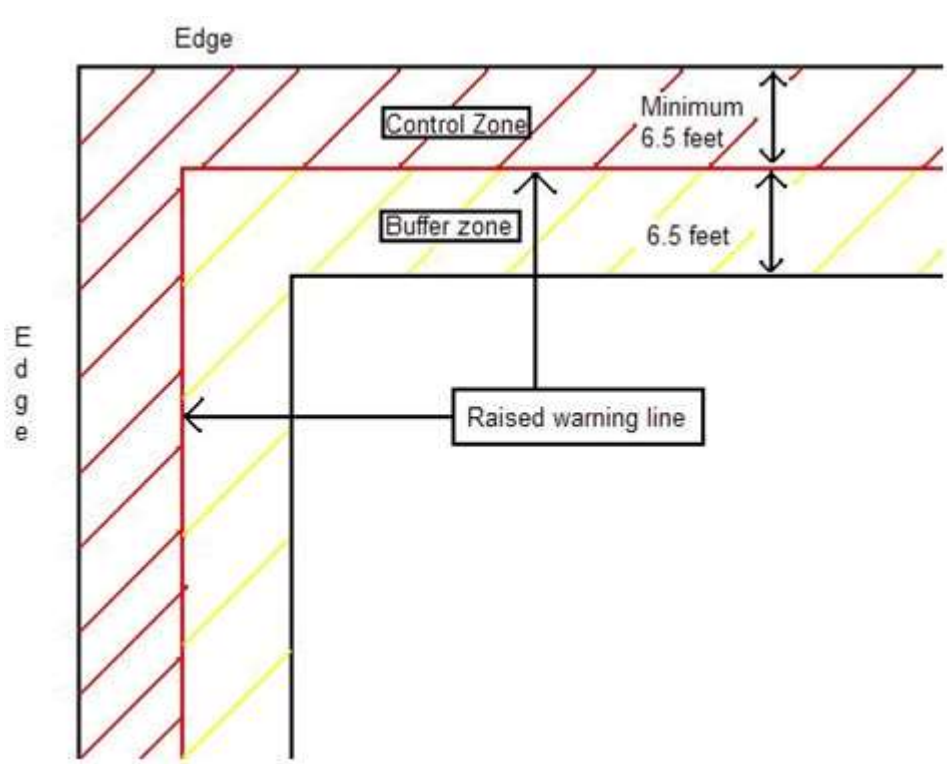

Figure 1
2) **Definitions** (See Figure 1)
4) Raised Warning Line (See Figure 1)